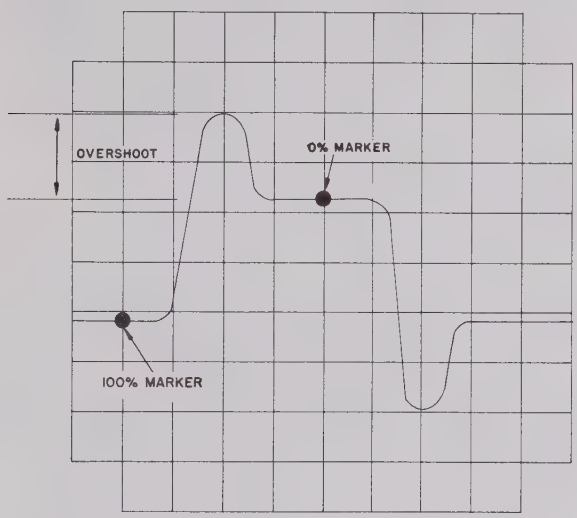

Figure 2-8 Overshoot Measurement
j. Overshoot Measurement. Waveform memory gating can be arranged to measure specific details of interest on a waveform by positioning the reference memory dots and using gated-peak combinations. The following procedure illustrates the measurement of pulse overshoot. Refer to Figure 2-8.
(1) To measure positive overshoot in Figure 2-8, enter:
(2) To measure negative overshoot in Figure 2-8, enter: